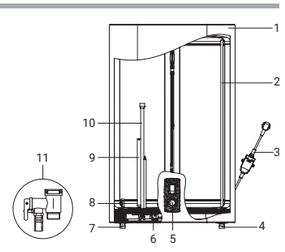

Рис. 2
- Предохранительный обратный клапан следует устанавливать в месте входа холодной воды (см. рис. 2).